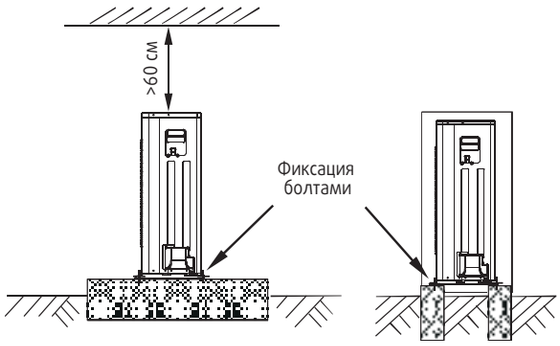

Рис. 5-3
- Обеспечьте прочное основание для размещения наружного блока (рис. 5-3).